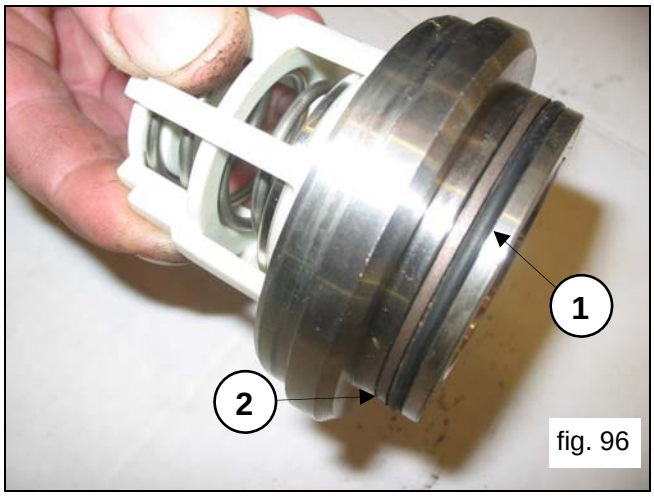

fig. 96
Mount the O-Ring, exploded view position n.5 (pos.①, fig.96) and the anti-extrusion ring, exploded view position n.15 (pos.②, fig.96) on the delivery valve seat.